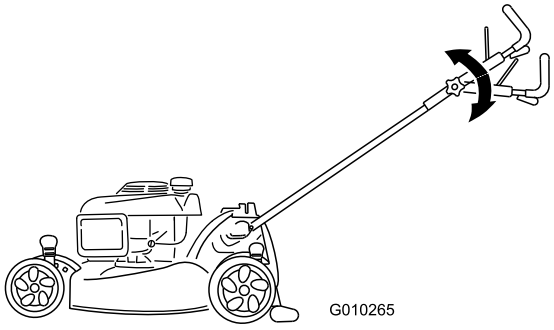

Figuur 17
2. Zet de bovenste handgreep in de gewenste stand (Figuur 17).